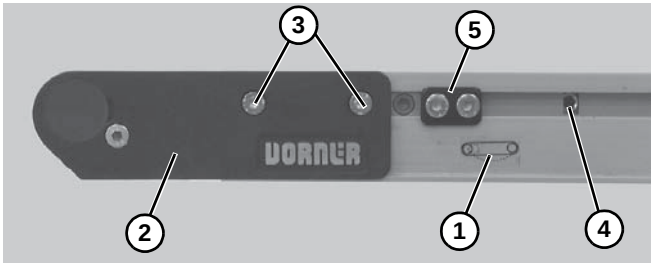
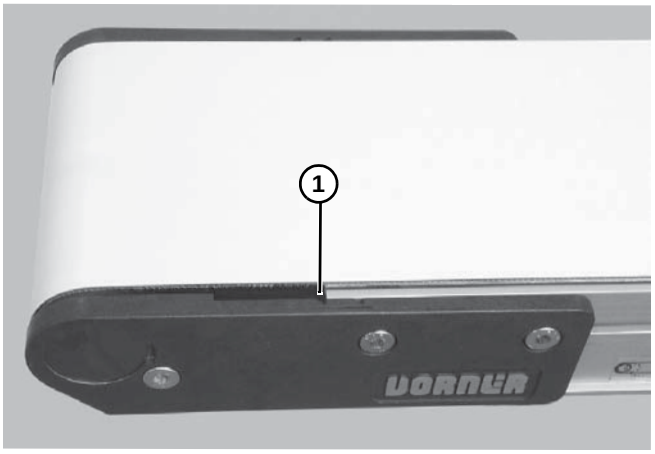

Figure 38
Figure 39
label **(Figure 38, item 1)**, adjust head plate assembly **(Figure 38, item 2)**: On both sides of conveyor, loosen fastening screws **(Figure 38, item 3)** and rotate pinion gear **(Figure 38, item 4)** to adjust head plate assembly.
2. Adjust head plate assembly so end of conveyor frame aligns with first tensioning mark **(Figure 39, item 1)**. Tighten fastening screws **(Figure 38, item 2)** on both sides of conveyor to 60 in-lb (7 Nm).
3. If equipped with cam tracking assemblies **(Figure 38, item 1)**, reposition against head plates and adjust belt tracking. Refer to “Conveyor Belt Tracking”, page 19.